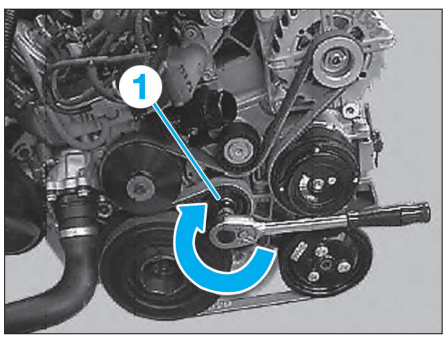

Fig. 1
• Repousser le tendeur de courroie (1) dans le sens de la flèche **(Fig.1)**.